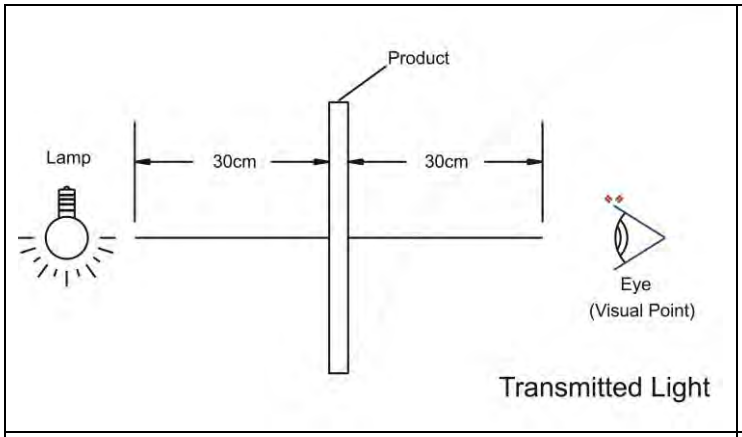
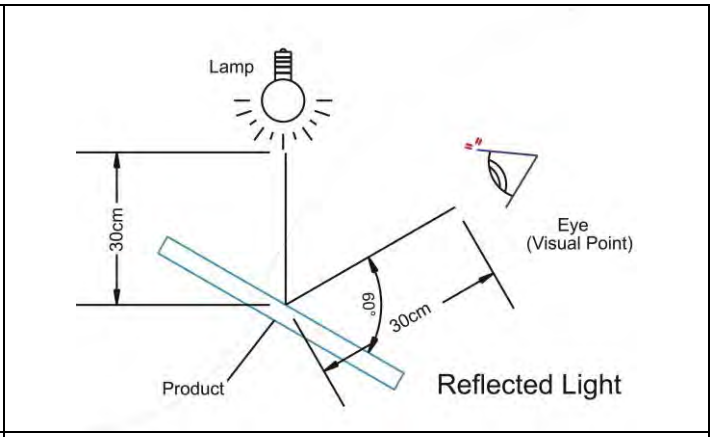

Figure 1.1
Figure 1.2
6.1 The inspection shall be performed by using one 17w fluorescent lamp as back or side light . The panel shall be placed at 30cm away from eyes. (Figure1.1 and Figure1.2)